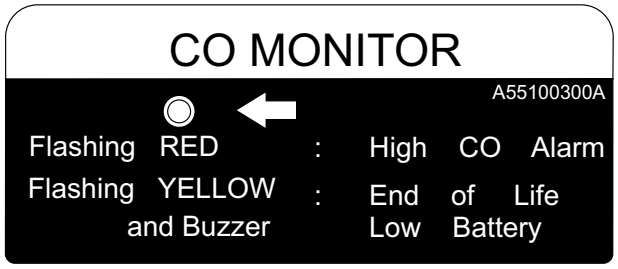

Figure 2. CO Status LED (RED)
- **NEVER** ignore the **RED *flashing*** status LED (***carbon monoxide sensor***) on the generator (Figure 2). Move to an open area ***immediately***. This feature is only availabe on the GA3.6HRNC2. Reference the CO Overview section in this manual.